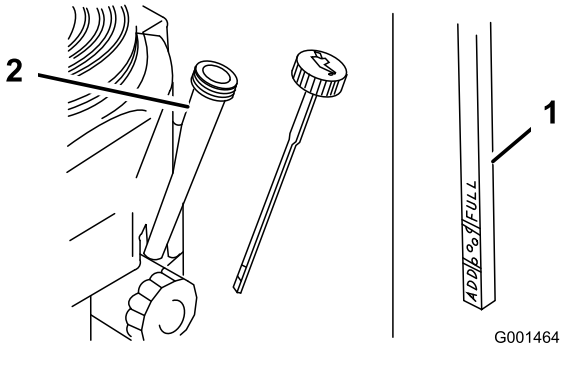

**Figuur 35**
4. Maak de omgeving van de peilstok (Figuur 35) schoon, zodat er geen vuil in de vulopening kan komen, wat in motorschade kan resulteren.
5. Verwijder de peilstok en veeg het uiteinde schoon (Figuur 35).
6. Peilstok helemaal in de vulbuis schuiven, niet vastdraaien in de buis (Figuur 35).
8. Giet ca. 80 % van de gespecificeerde hoeveelheid olie langzaam in de vulbuis (Figuur 35).